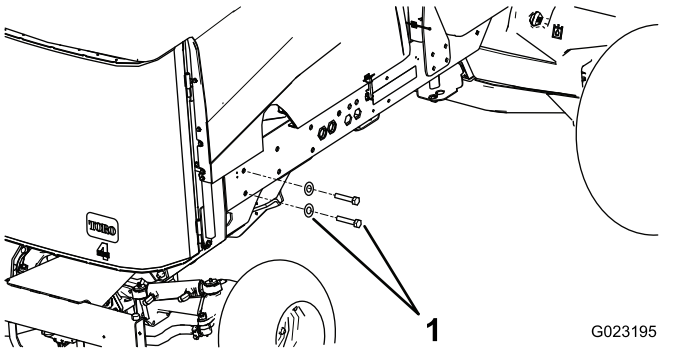

Figura 20
4. Retire los 2 pernos traseros y las 2 arandelas del larguero derecho del bastidor (Figura 20).